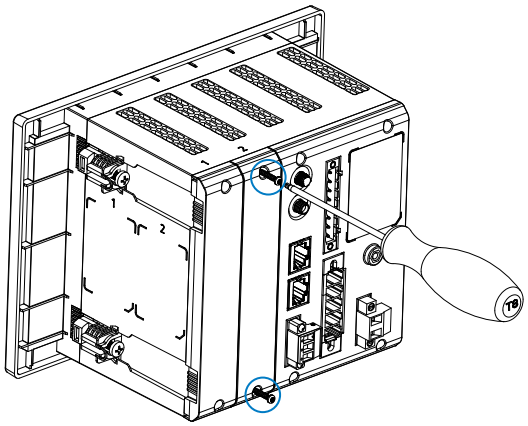

Figure 6: Step 1.
① Remove the slot cover where the expansion module is to be installed by unscrewing the two retaining screws using a screwdriver, **Figure 6.**